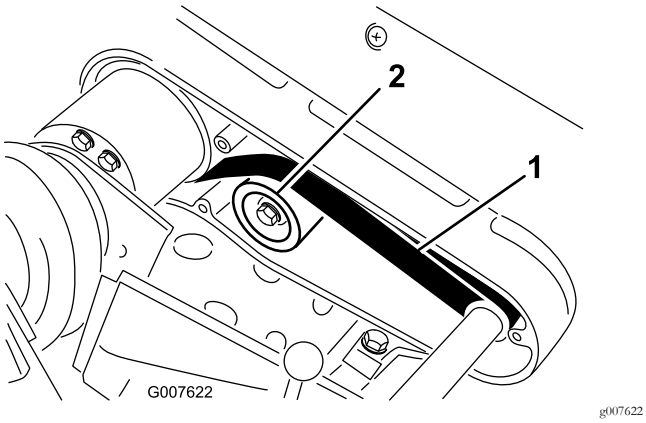

**Figur 39**
2. Kontroller spændingen ved at trykke remmen ned midtvejs mellem remskiverne (Figur 39) med en kraft på 22 til 26 N.
A. Løsn styreremskivens monteringsmøtrik, og drej styreremskiven med uret mod bagsiden af remmen, indtil den ønskede remspænding opnås (Figur 39).